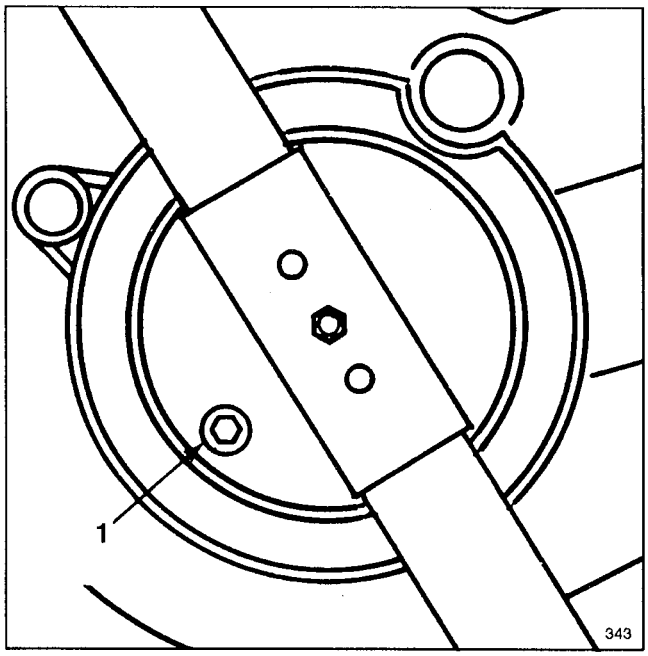
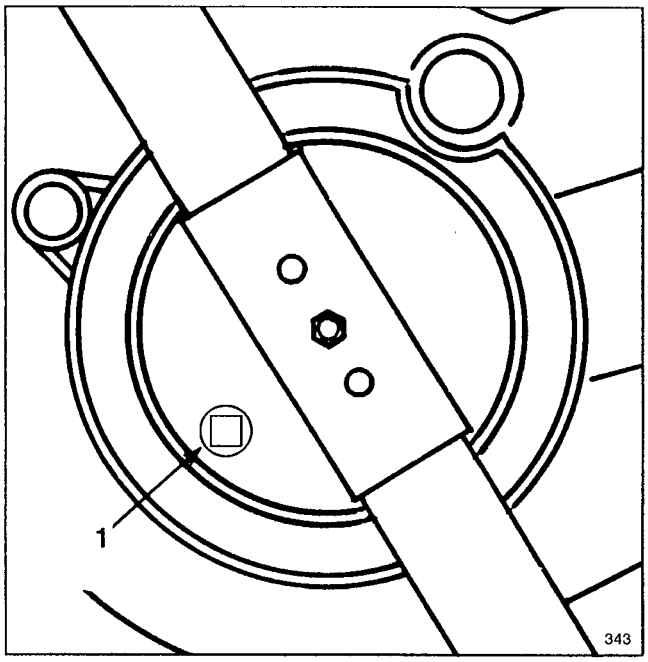

Figure 12
Figure 13
3. Tip mower on its right side. Remove drain plug from underside of mower using a 5/16" allen wrench (Fig. 12) or 3/8" socket extension with a wrench for turning (Fig. 13). Plug style will vary.